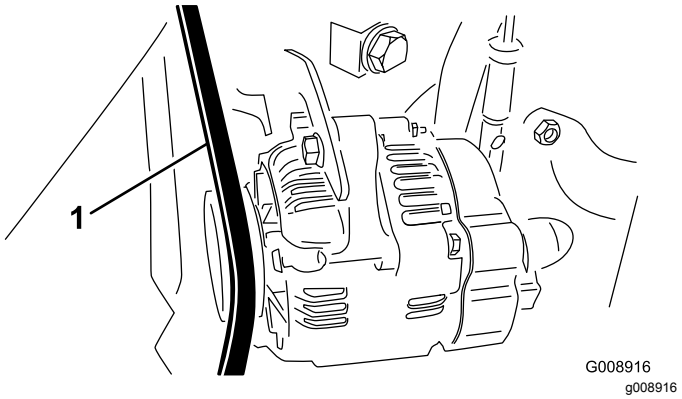

Figuur 70
2. Controleer de spanning door de riem van de wisselstroomdynamo/ventilator midden tussen de poelies van de wisselstroomdynamo en de krukas in te drukken met een kracht van 30 N·m (Figuur 70).